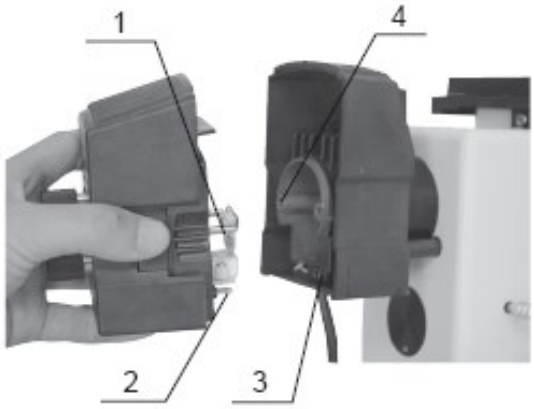

Figure 6. Housing Assembly
3. Align pin 2 with socket 3 (Figure 6) to lock lamp housing together.